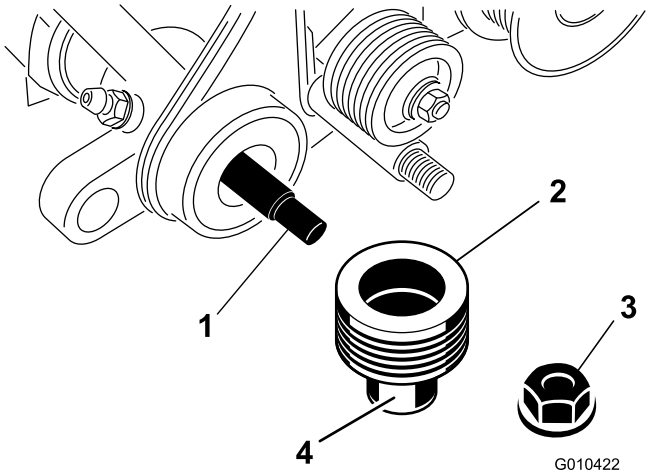

Figura 8
3. Aplique lubrificante na superfície exterior da polia acionada, como se mostra na Figura 8.
4. Faça deslizar a polia para o eixo do rastelo (Figura 8).
5. Prenda a polia ao eixo com uma porca de bloqueio (3/8 pol.) como se mostra em Figura 8.